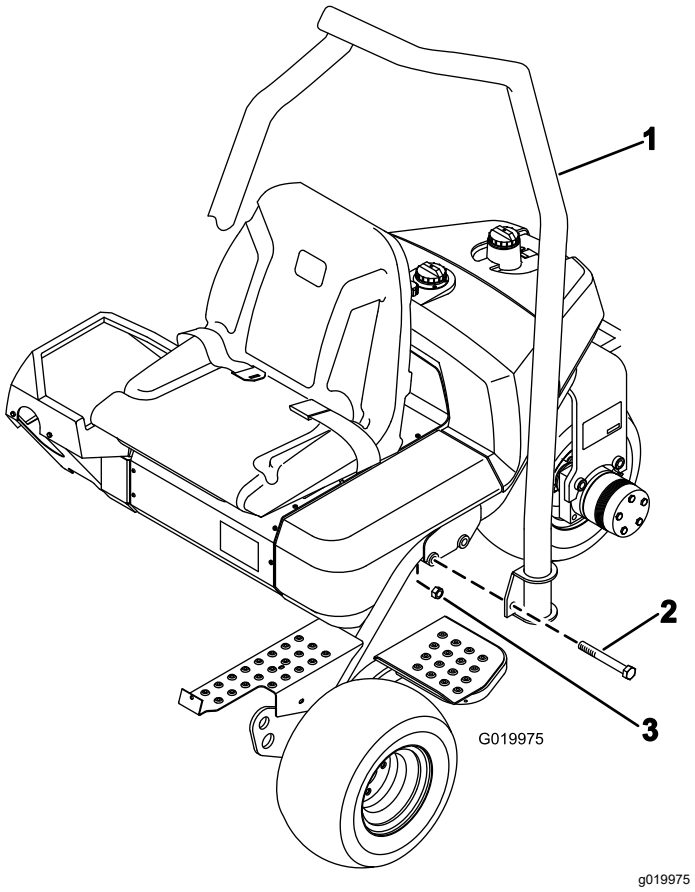

**Figuur 4**
1. Plaats de rolbeugel zo dat de bovenkant van de buis naar de voorkant van de machine wijst (Figuur 4).
2. Laat de rolbeugel op het frame zakken en zorg ervoor dat de montage-openingen uitgelijnd zijn (Figuur 4).
3. Bevestig de uiteinden van de rolbeugel aan het frame met 2 bouten (⅝" x 4½") en borgmoeren zoals afgebeeld in Figuur 4.